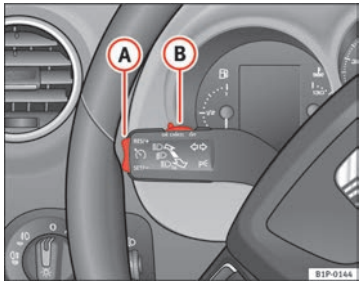

Fig. 131 Turn signal and main beam headlight lever: switch and rocker switch for the cruise control
– Push the switch ⇒ fig. 131 (B) to the left to **ON**.